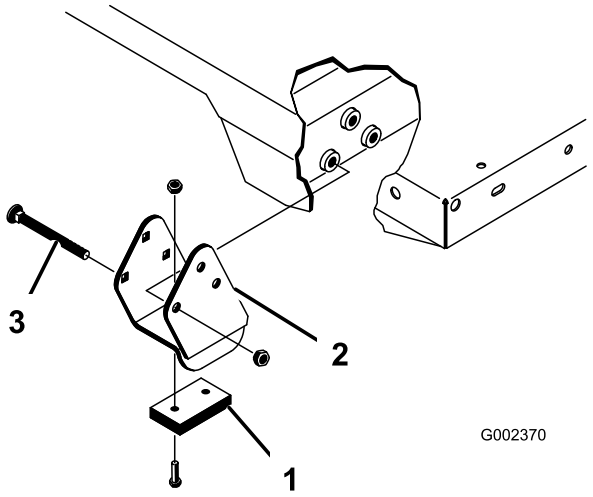

**Figur 34**
**Bemærk:** Sørg for, at afstandsstykkets beslag og slidblokkene (Figur 34) er monteret med bræddeboltenes hoveder placeret inden i maskinen.
2. Anbring forsigtigt ladet på stellet, og anbring hullerne i ladets bageste drejeplade på linje med hullerne i den bageste stelkanal. Monter 2 gaffelbolte og ringstifter (Figur 34).
4. Sæt gaffelbolten på fra ladets yderside med ringstiften udad (Figur 34).